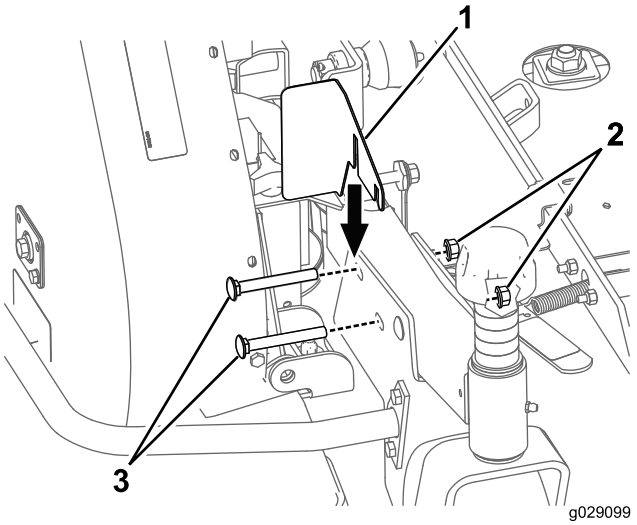

**Figur 26**
2. Monter remskivens afskærmning på maskinen (Figur 26).